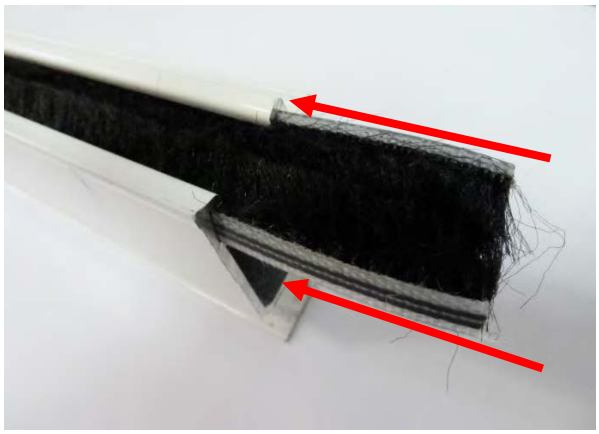
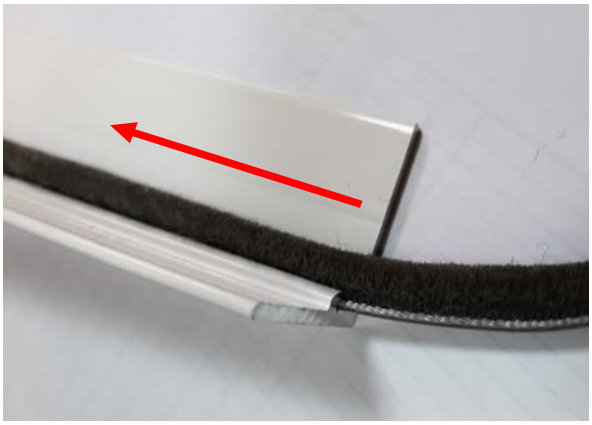

Рис.69
Рис.70
7. Собрать направляющие, если выбрана опция «боковые направляющие». .. Вставить *шлегель 7мм (3103667-1852)* во внутренние пазы направляющей (**Рис.69**).При выбранной опции нижняя направляющая,в направляющую для кассеты вставить шлегель 7мм (**Рис.70**).